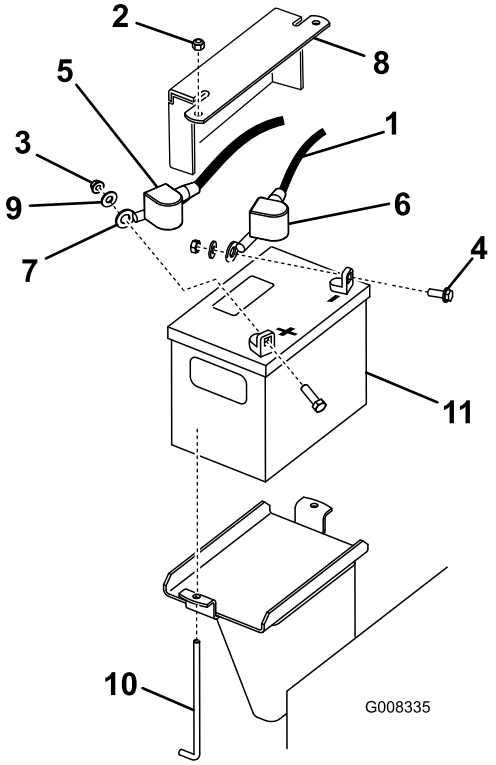

**Figur 42**
3. Lyft av gummikåpan från minuskabeln. Lossa batteriets minuskabel från batteriets minuspol (–) (Figur 42).
4. Skjut av den röda anslutningsskon från batteriets pluspol (röd). Lossa sedan batteriets pluskabel (röd) (Figur 42).
5. Ta bort batterilåsfästet, j-skruvarna och låsmuttrarna som fäster batteriet (Figur 42) och ta bort batteriet.
1. Sätt in batteriet i maskinen (Figur 42).
3. Montera först pluskabeln (röd) på batteriets pluspol (+) med en mutter, bricka och skruv (Figur 42). Trä gummikåpan över polen.
4. Anslut sedan batteriets minuskabel och jordkabel till batteriets minuspol (–) med en mutter, bricka och skruv (Figur 42). Trä gummikåpan över polen.